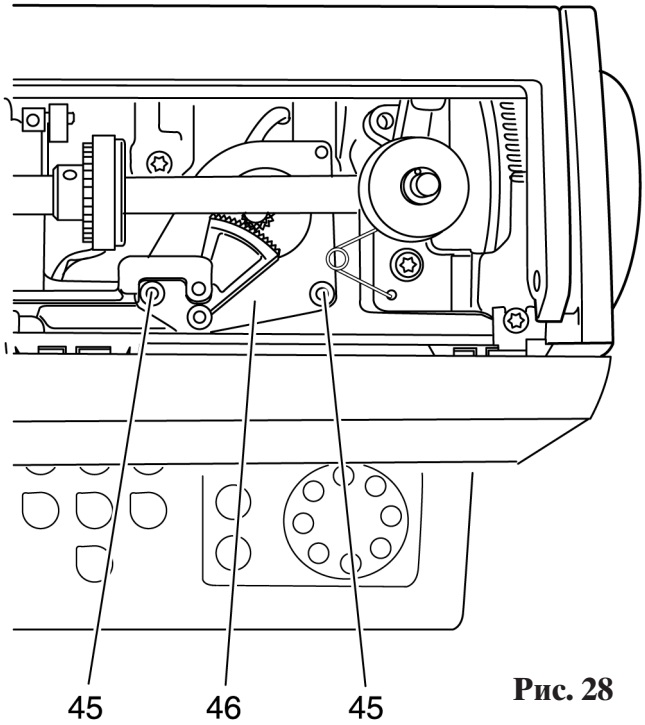

Рис. 28
- Лишь слегка ослабьте два винта 45 (рис. 28).